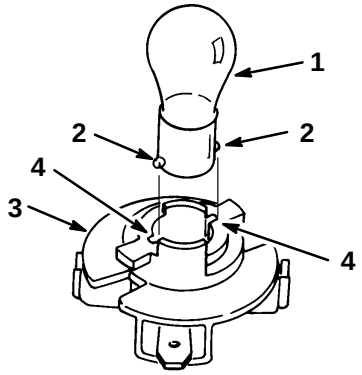

Figure 54
4. Pousser sur l'ampoule pour la tourner à fond vers la gauche (env. 1/4 tour) et la retirer de l'embase (Fig. 54).
1. Le culot de l’ampoule présente deux ergots métalliques. Aligner ces ergots face aux fentes de l’embase et insérer le culot dans la douille de l’embase (Fig. 54). Pousser sur l’ampoule et la tourner à fond vers la droite.